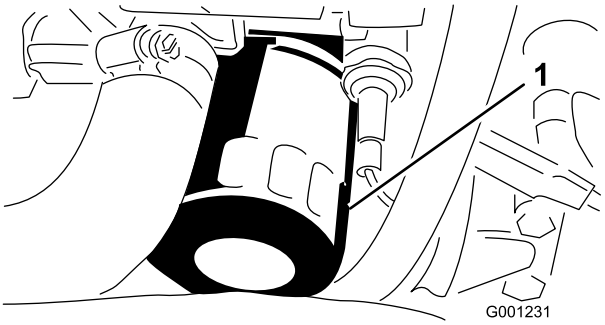

**Figur 50**
6. Ta bort och byt ut oljefiltret (Figur 50).